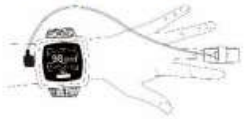

Abb. 4 Platzierung des Sensors
A. Legen Sie den Finger in den Sensor, wie in Abb. 4 dargestellt.